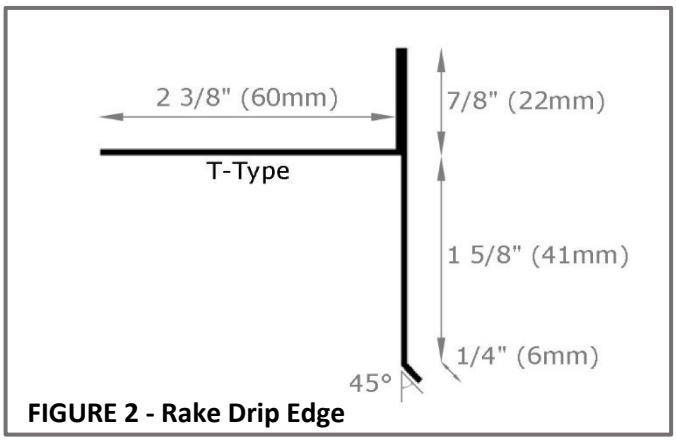

FIGURE 2 - Rake Drip Edge
- **RAKES** - F-WAVE requires a ***T-Type rake drip edge*** at rakes to cover the cut edge of the shingles. Apply drip edge over underlayment at rake edges. Apply a ***1/2" (13mm)*** bead of approved adhesive to drip edge. Trim shingles ***3/16" (5mm)*** from T-Type rake drip edge. See **Figure 2.**